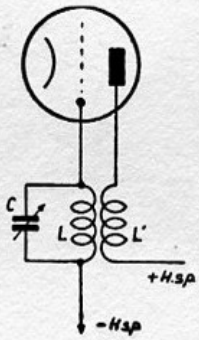

Fig. 63. Schema voor een heterodyne. L = roosterspoel. L' = plaatspoel.
W. — Om het je duidelijk te maken gaan we even terug naar het schema voor de heterodyne (fig. 63). Daarin is de spoel L' van den plaatkring gekoppeld aan de spoel L, die deel uitmaakt van den roostertrillingskring. Herinner je je, wat het gevolg is van zulk een koppeling?
W. — Zooals je wilt! Merk nu op, dat een dergelijke lamp met terugkoppeling gebruikt wordt als versterkerlamp in een ontvanger (fig. 63). We hebben dus aan den kring LC de te versterken spanningen en in de spoel L' versterkte stroomen. Maar die versterkte stroomen zullen in de roosterspoel L nieuwe spanningen induceeren. Als de „terugkoppelspoel" L' behoorlijk afgesteld is ten opzichte van L, zullen de door L' in L geïnduceerde spanningen de spanningen komen versterken, die oorspronkelijk daarin waren geïnduceerd.